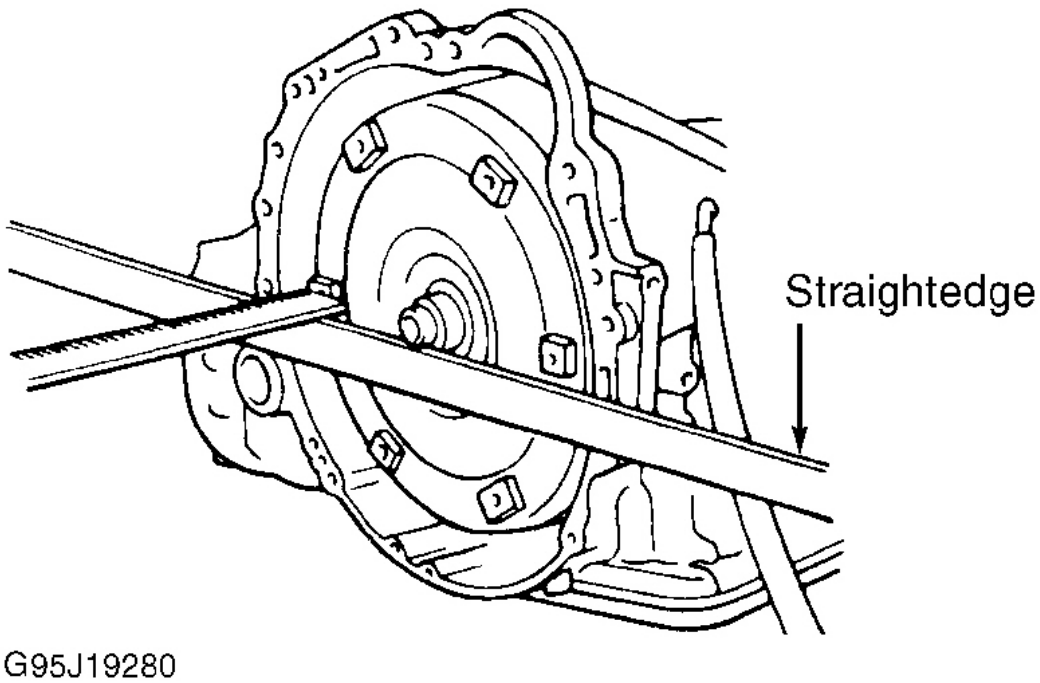

Fig. 77: Measuring Torque Converter Depth
50. Install torque converter into transaxle housing while rotating. Ensure converter is properly installed by measuring distance from edge of transaxle housing. See **Fig. 77**. Distance should be .524" (13.30 mm) for all models except Highlander and Matrix. On Highlander and Matrix models, go to next step.